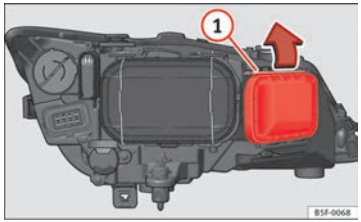

Fig. 142 Turn signal bulb
- Move the loop ⇒ Fig. 142 (1) in the direction of the arrow and remove the cover.